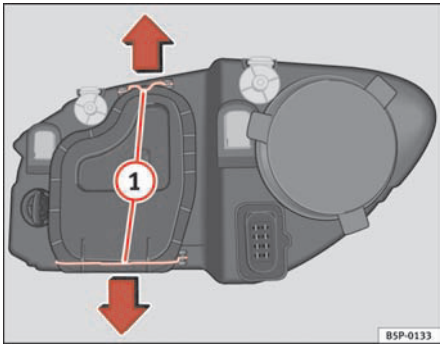

Fig. 157 Dipped headlights
– Remove the loops ⇒ fig. 157 (1) in the direction of the arrow and remove the cover.